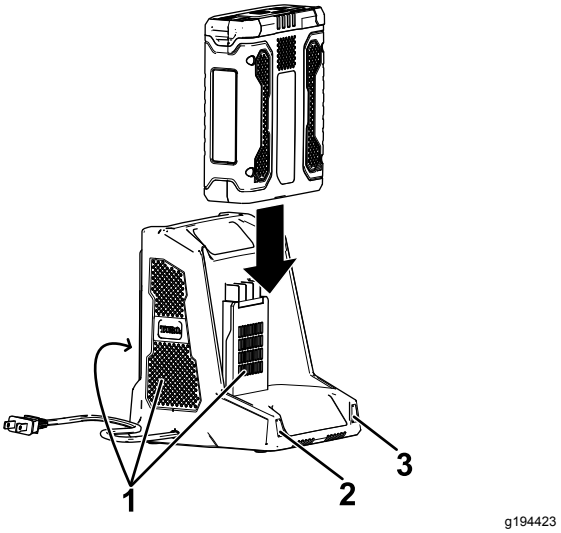

Figure 8
5. Slide the battery pack into the charger until it is fully seated (Figure 8).